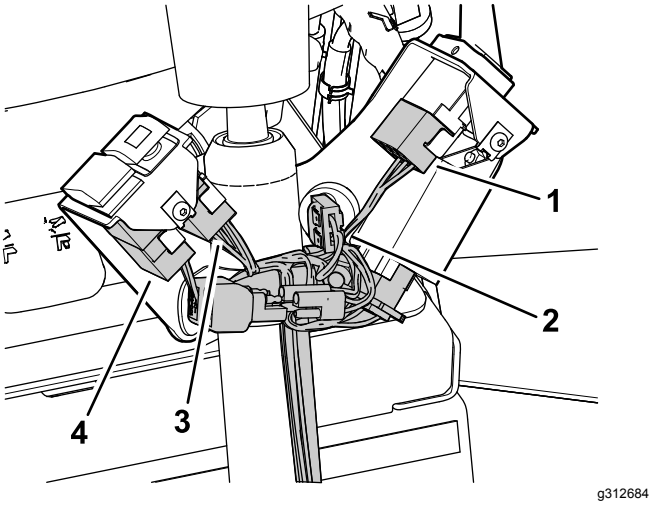

Figur 28
15. Anslut kontakterna i varningsblinkersmodulen, signalhornet, blinkersen och varningsomkopplarna (Figur 28).